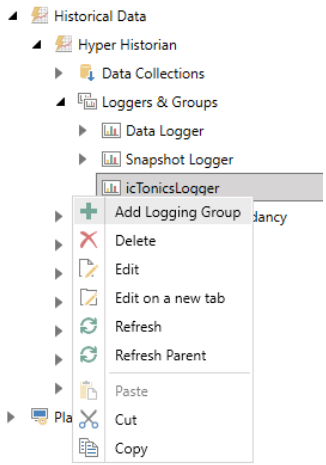

Figure L11.4 – Adding a Logging Group
8. Right-click on the newly created Logger to select **Add Logging Group**, as shown in Figure L11.4.